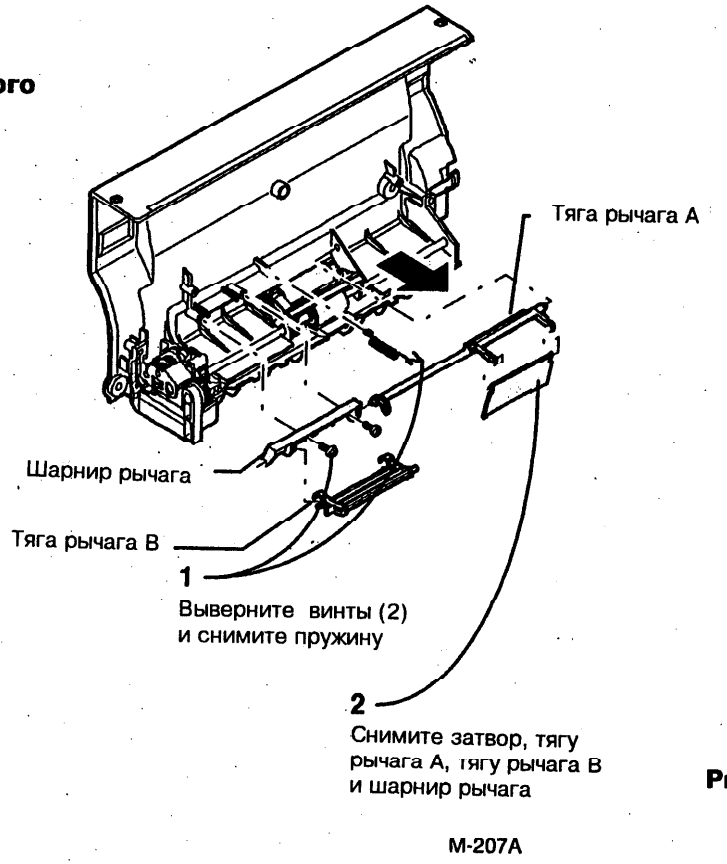

Рис. 1. Снятие затвора альтернативного лотка
3. (Рис. 1): Снимите затвор альтернативного лотка.